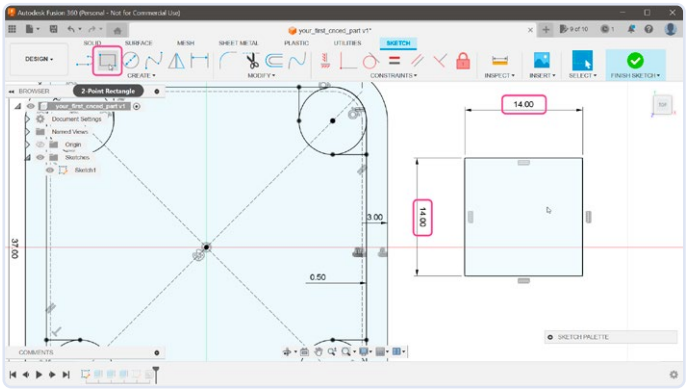

Figuur 16. Voorbereiding van de twee rechthoekige openingen aan de onderkant van de behuizing.
16. We hebben twee rechthoekige openingen nodig aan de onderkant van de behuizing om de connectoren aan de onderzijde van de print toegankelijk te maken. De connectoren hebben ietwat verschillende afmetingen, maar een openinge van 11×14 mm is voor beide in orde. We moeten rekening houden met de wanddikte (3 mm), waardoor de opening 14×14 mm groot wordt. Voor het tekenen hiervan kunnen we onze oorspronkelijke sketch hergebruiken. Open deze voor bewerking en selecteer het *2-Point Rectangle*-gereedschap (**figuur 16**) in de werkbalk. Teken ergens op het werkblad een rechthoek van 14×14 mm.